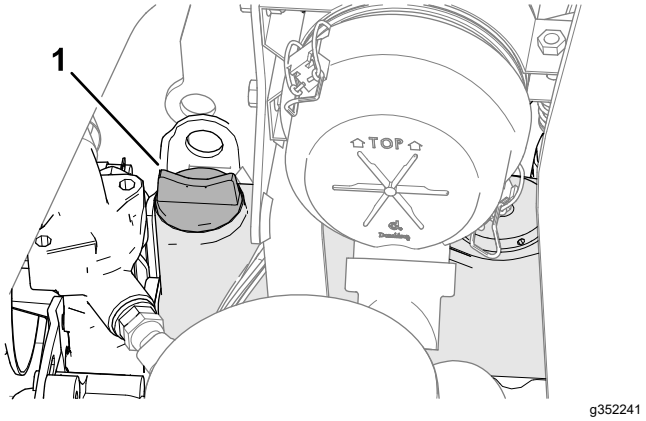

Rysunek 72
5. Jeśli poziom oleju okaże się za niski, odkręć korek wlewu (Rysunek 72) i stopniowo dolewaj olej małymi porcjami, często sprawdzając jego poziom, aż zostanie osiągnięta kreska „full” na bagnecie.